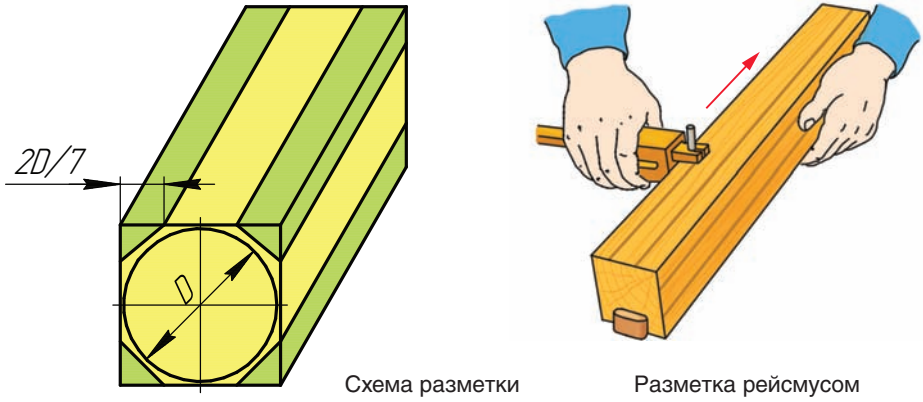

Рис. 31. Разметка цилиндрической заготовки
Перед изготовлением круглой детали из бруска производят ее разметку. Вначале на обоих торцах заготовки находят центры (точки пересечения квадрата). Это центры окружностей, диаметры которых равны диаметру детали (D). Затем на рейсмусе устанавливают размер, равный $\frac{2D}{7}$, и на каждой грани бруска выполняют разметку граней восьмигранника (рис. 31).